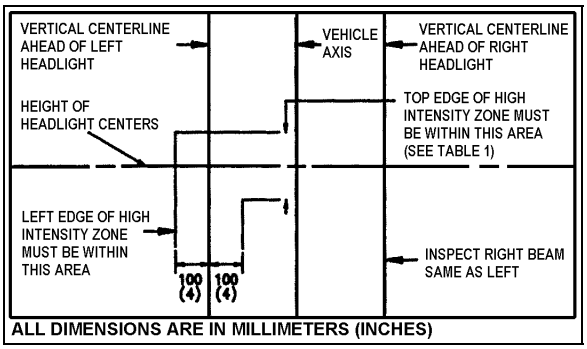

FIGURE 50: AIM INSPECTION LIMITS FOR LOWER-BEAM HEADLIGHTS 06506
8. The inspection limits in the vertical direction for low-beam headlights or the low beam of a dual-beam headlight, shall be as described in Table 1. In the horizontal direction, the left edge of the high-intensity zone shall be located from 10 cm (4 in) left to 10 cm (4 in) right of the vertical centerline of the beam. The viewing screen shall be located 7.6 m (25 ft.) in front of the vehicle (Fig. 50).